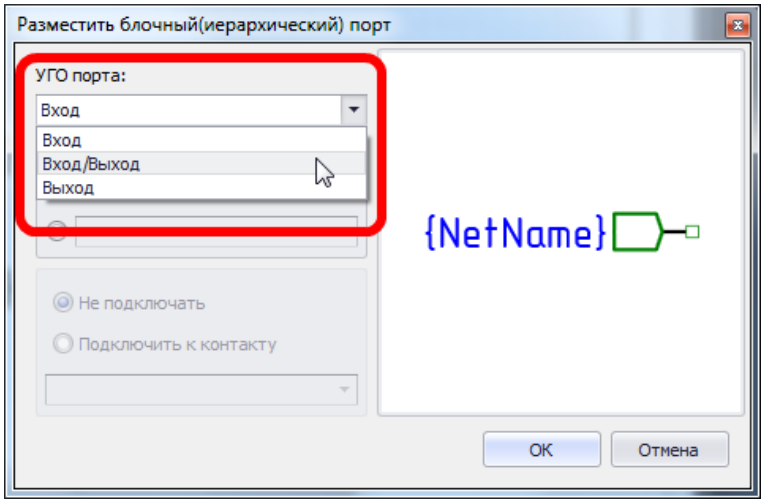

Рис. 575. Окно «Разместить блочный порт»
2. Выбрать тип размещаемого блочного порта с помощью выпадающего списка, расположенного в левой верхней части окна «Разместить блочный порт», см. Рис. 575. В правой части окна расположена зона предварительного просмотра УГО блока.